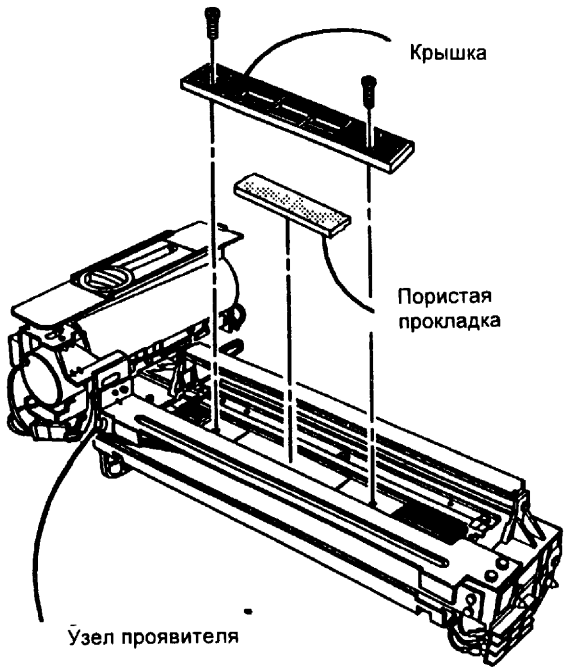

Рис. 1 Снятие крышки и пористой прокладки
2. (Рис. 1) Снимите крышку и пористую прокладку.